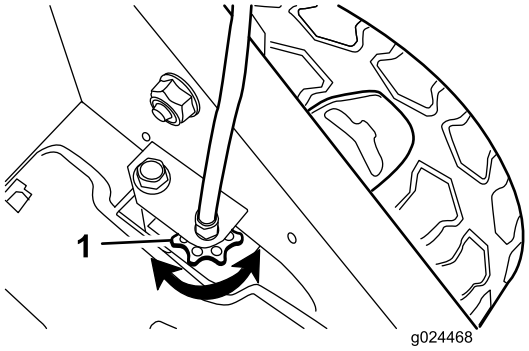

Figure 19
- Si les roues ne tournent pas quand vous engagez la barre de commande d'autopropulsion, la courroie de déplacement n'est pas assez tendue. Tournez une fois la molette de commande des roues (Figure 19) dans le sens horaire et répétez les opérations 3 à 5.
- Si les roues tournent quand vous engagez la barre de commande d'autopropulsion, la courroie de déplacement est trop tendue. Tournez une fois la molette de commande des roues (Figure 19) dans le sens antihoraire et répétez les opérations 3 à 5.